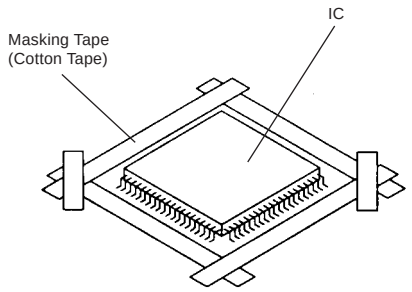

Fig. 3-1
1. Put the Masking Tape (cotton tape) around the Flat Package IC to protect other parts from any damage. **(Refer to Fig. 3-1.)**